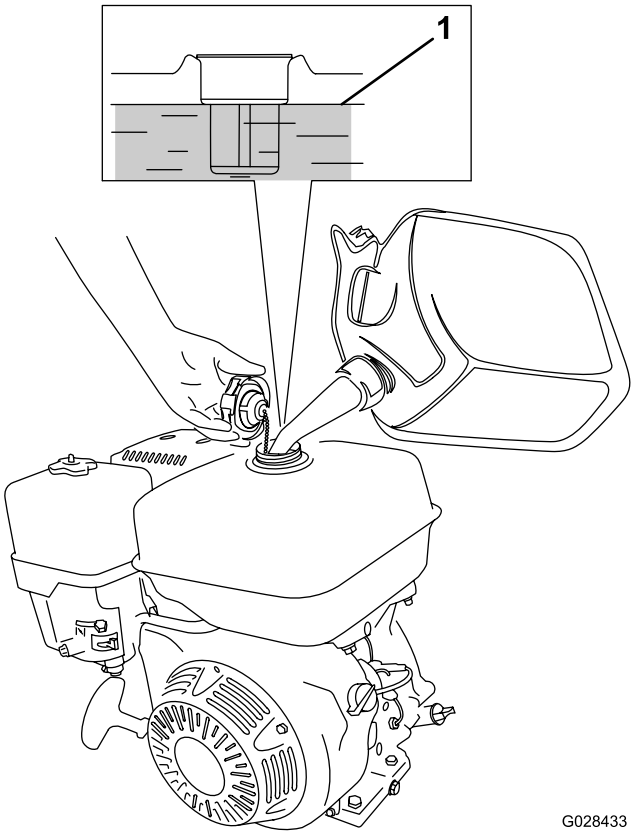

Figur 22
1. Rengjør rundt lokket til drivstofftanken, og ta av lokket (Figur 22). Fyll drivstofftanken til ca. 25 mm under toppen av tanken med blyfri bensin (min. 87 oktan) for å gi rom til at drivstoffet utvider seg.